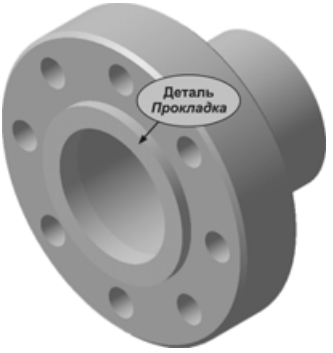

Рис. 8.145
- Закройте эскиз и установите ориентацию **Изометрия XYZ**. Выполните операцию **Операция выдавливания** в прямом направлении на расстояние 5 (рис. 8.145).